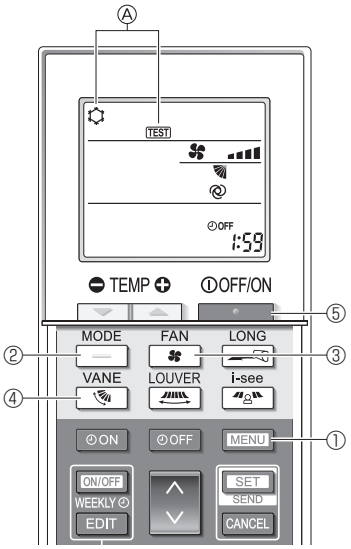

Fig. 8-5
2. Press the MENU button ① for 5 seconds. (Fig. 8-5)
Ⓐ [TEST] and the current operation mode are displayed. (Fig. 8-5)